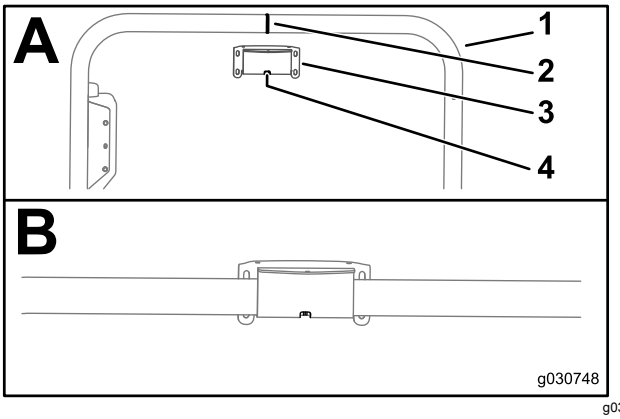

Figur 148
1. Juster åbningen i midten af modtagerbeslaget, så den er ud for svejsesømmen i midten af styrtbøjlerøret (Figur 148).